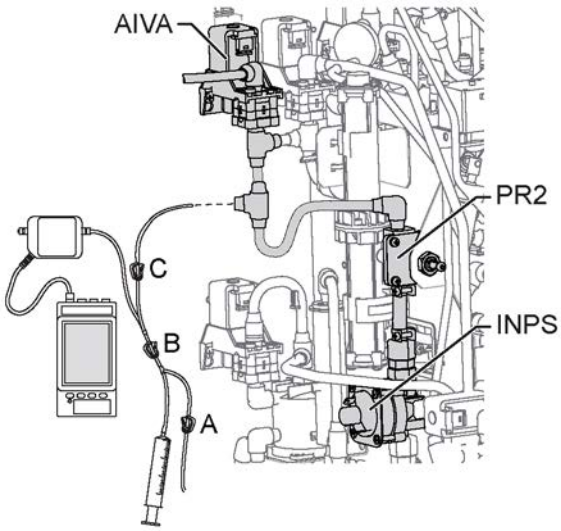

Figure 7-12. Connect reference instrument
2) Connect the reference instrument to AIVA according to Figure 7-12 "Connect reference instrument" on page 172.